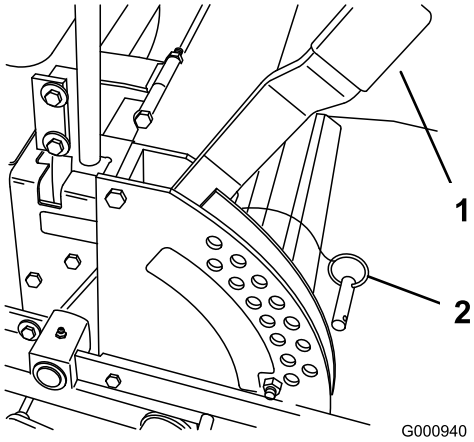

**Figur 16**
1. Hæv klippehøjdehåndtaget til transportposition (også 127 mm klippehøjdeposition) (Figur 16).
2. Juster klippehøjden ved at fjerne gaffelbolten fra klippehøjdebeslaget (Figur 16).
3. Vælg det hul i klippehøjdebeslaget, som svarer til den ønskede klippehøjde, og sæt gaffelbolten i (Figur 16).